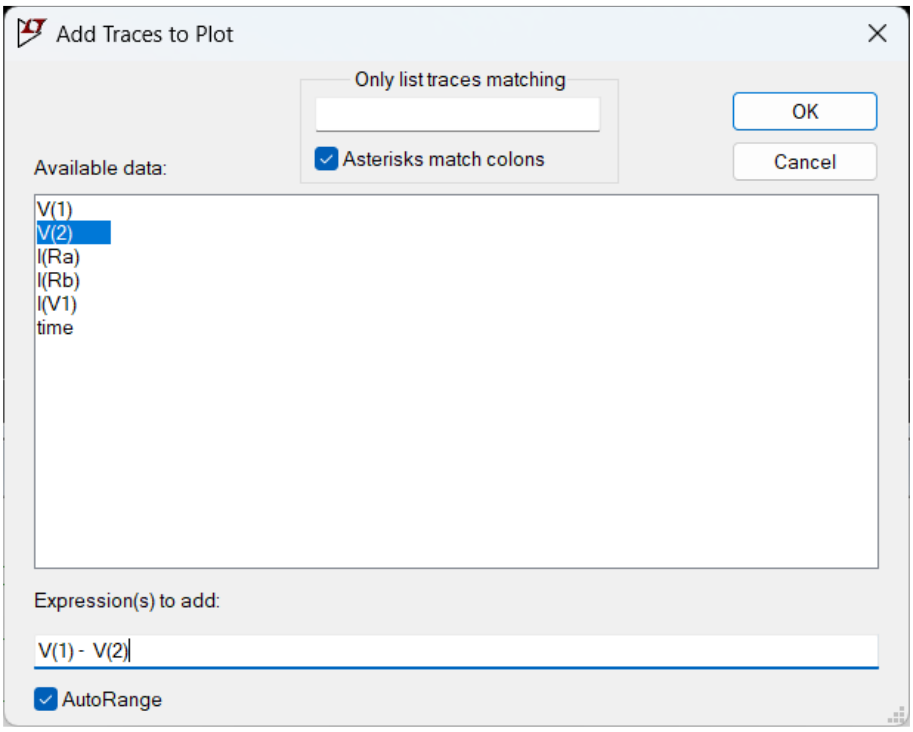

Figura 30. Adicionando la gráfica del voltaje del resistor R_a: $V(1) - V(2)$
c) En la ventana *plot*, de click con el botón secundario del Mouse. En el menú contextual que aparece, escoja la opción **Add Traces** o presione la tecla **'A'**. Aparecerá una ventana como en la Figura 30.